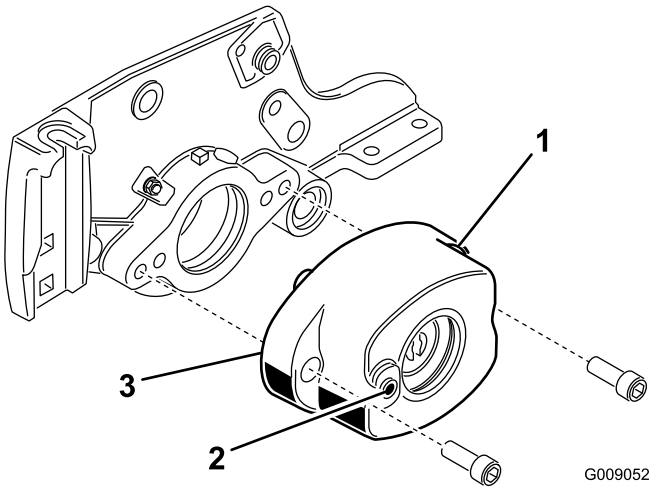

Figura 6
5. Monte a estrutura da escova do rolo na estrutura dos rolamentos do cilindro com 2 parafusos de cabeça allen (3/8 x 1 pol.) (Figura 6). Posicione a estrutura da escova do rolo de forma a que o furo roscado fique virado para a frente da unidade de corte.